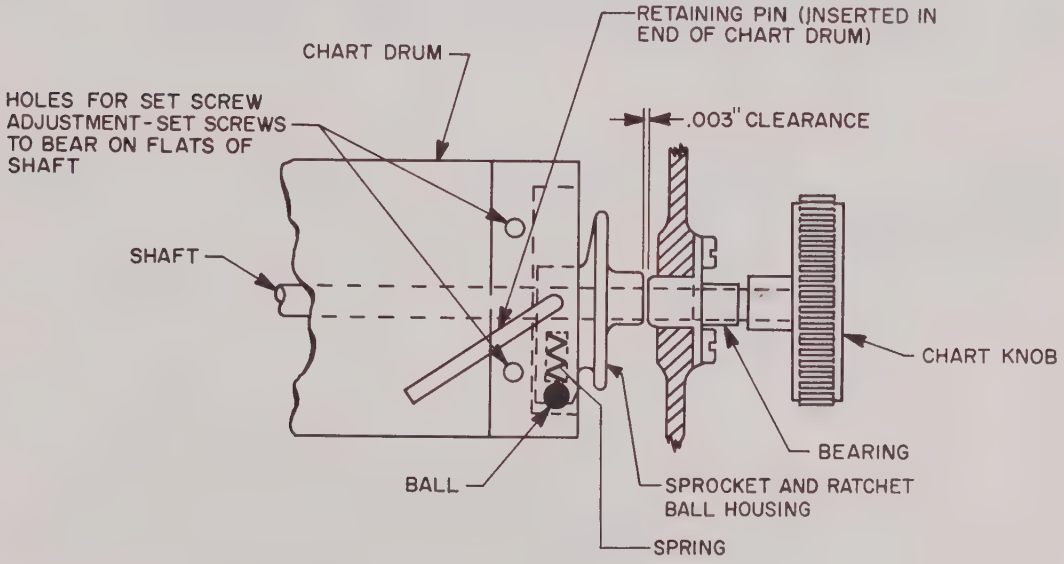

Figure 3. Ratchet Reroll Chart Drum Assembly
**e.** Replacement drum assembly includes a sprocket and ratchet ball housing, held in position by a retaining pin (fig. 3). Engage sprocket in the reroll chain, hold the drum assembly in mounting position and start shaft through the bearing and the sprocket and ratchet ball housing. When shaft end reaches retaining pin, continue light inward pressure on shaft while withdrawing pin. Push shaft all the way through drum.
**f.** Set screws must bear on flats of shaft, therefore, turn knob, drum, or both until set screw holes in drum have same angular position as set screw holes in knob. Tighten set screws in drum, at same time establishing the .003-inch clearance shown in fig. 3.